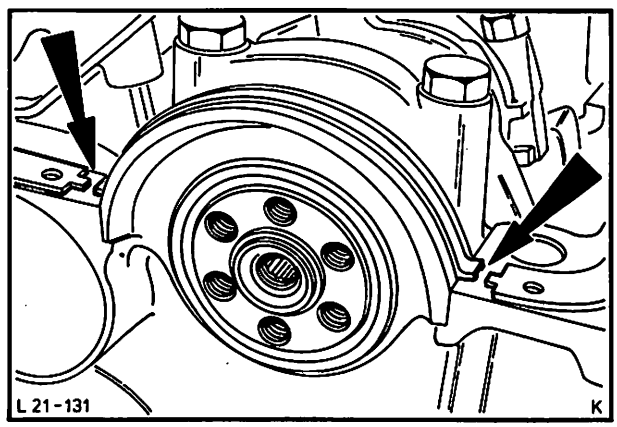

Abb. 179 Ölwannendichtung montieren (Zur Verdeutlichung ist die Schwungscheibe nicht montiert.)
61. Gummidichtung in die Nut des hinteren Hauptlagerdeckels einsetzen. Ölwannendichtung auflegen, dabei die Nasen der Korkdichtung unter die Aussparung der Gummidichtung schieben, Abb. 179.